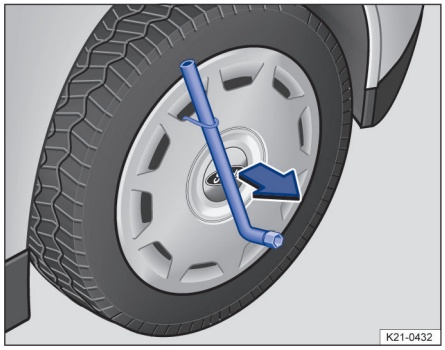

Fig. 211 Retrait de l'enjoliveur de roue plein
3. Faites passer la clé démonte-roue à travers le crochet d'extraction → fig. 211 et retirez l'enjoliveur de roue plein dans le sens de la flèche.